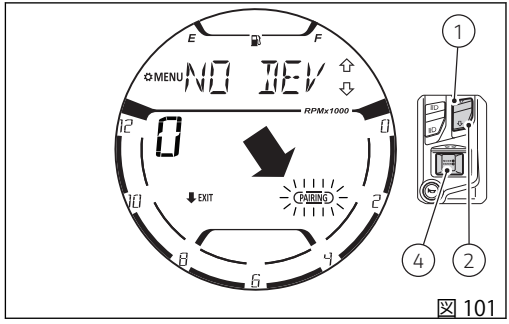

図 101
機能に入ると、ボタン (1) とボタン (2) で "PAIRING" を選択 (枠が点滅) し、ボタン (4) を押します (図 101)。